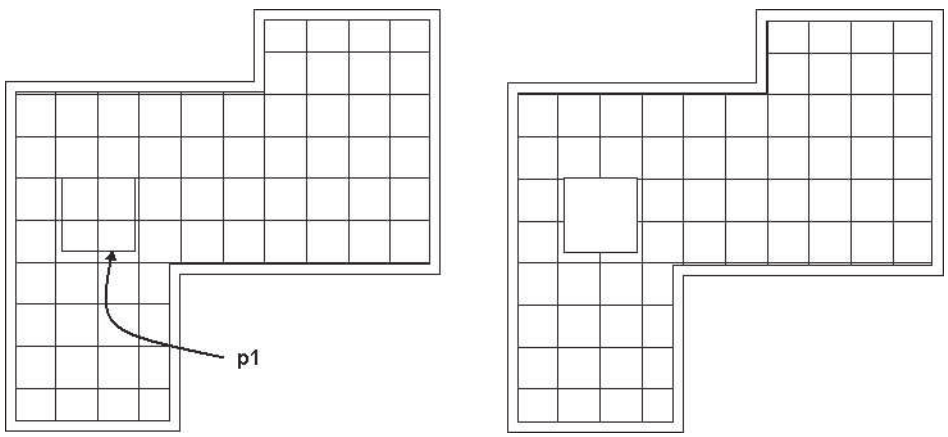

FIGURE 13.60 *Creating a hole in the ceiling grid*
9. Select the ceiling grid and choose Add Hole from the Clipping panel. Respond to the workspace prompts as shown below to remove the ceiling grid from inside the rectangle shown in Figure 13.60.
rectangle at p1 as shown in Figure 13.60.)